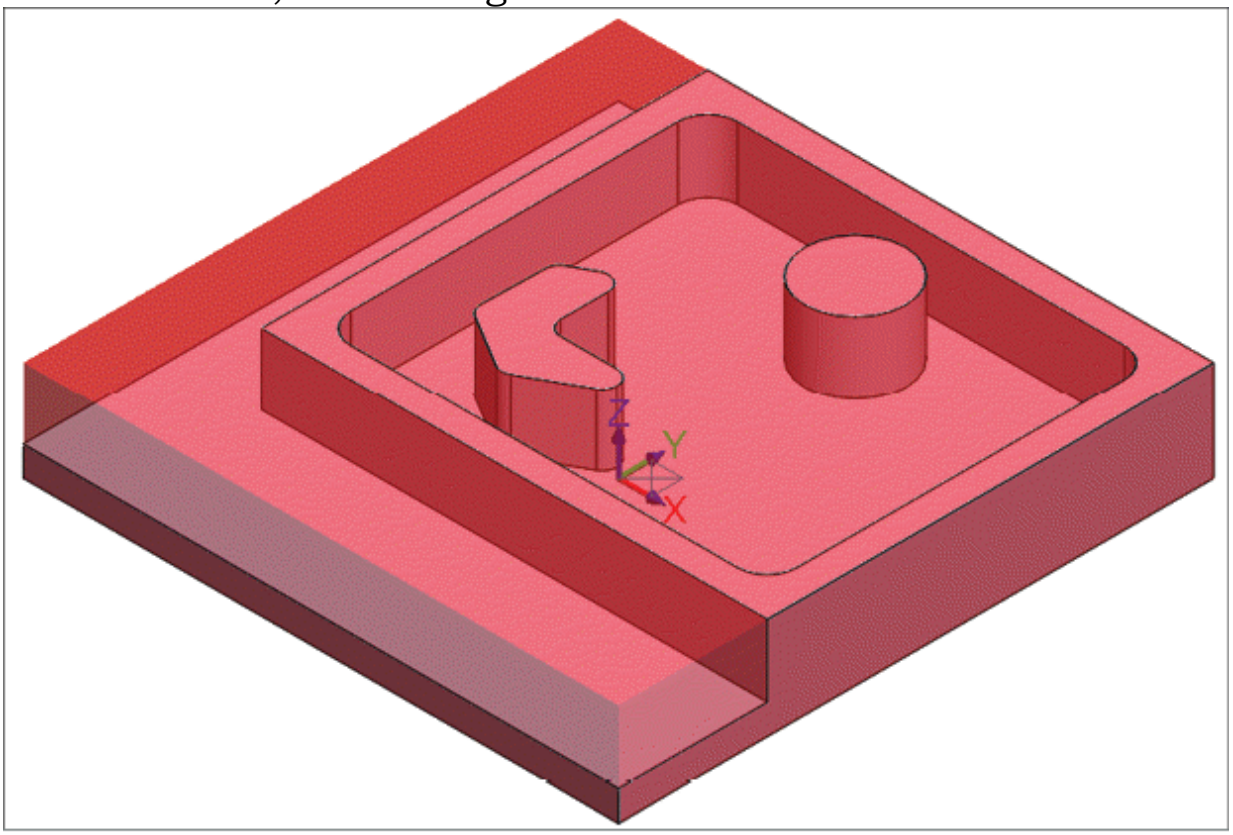

Figure-69. Model and stock for FBM
- Open the part on which you want to perform 2D milling and create stock; refer to Figure-69.